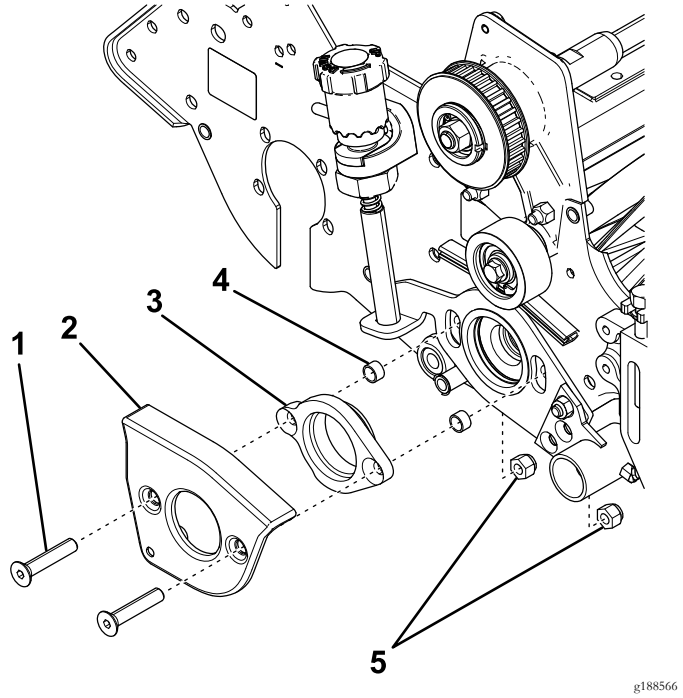

Figura 10
4. Rimuovete le viti a testa piana, i dadi di bloccaggio, il coperchio del braccio del groomer e l'adattatore del cuscinetto dalla piastra laterale (Figura 10).
5. Rimuovete ed eliminate i distanziali (Figura 10).